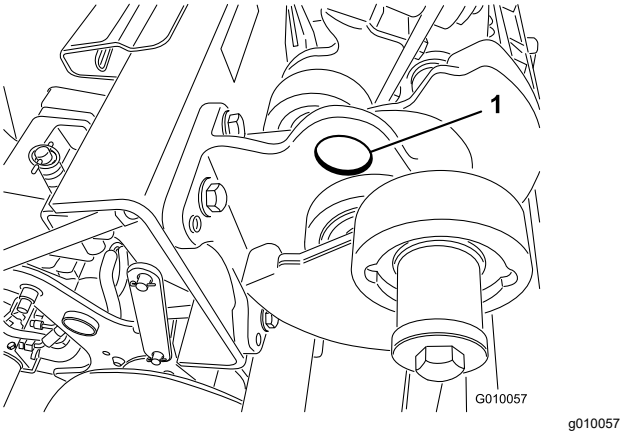

**Figure 39**
**Note:** If available, use a hoist to lift the rear of the machine. Use the eyelets in the coring head bearing housings as hoist attachment points (Figure 39).